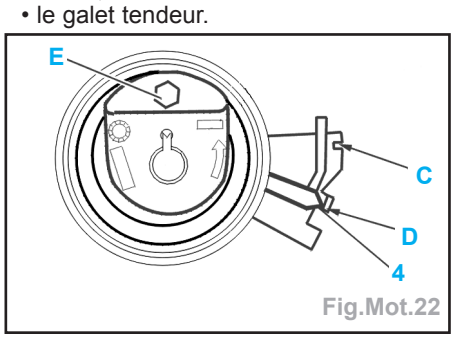

Fig.Mot.22
- Mettre en place la courroie de distribution neuve en maintenant le brin entre le pignon de vilebrequin et le pignon d'arbre à cames bien tendu, en respectant l'ordre suivant (Fig.Mot.22) :
- A l'aide de l'empreinte hexagonale (E), faire tourner le galet dans le sens anti-horaire jusqu'à amener l'index (4) en position (D) (Fig.Mot.22).
- Maintenir la position et serrer l'écrou (2) à 2 daN.m.